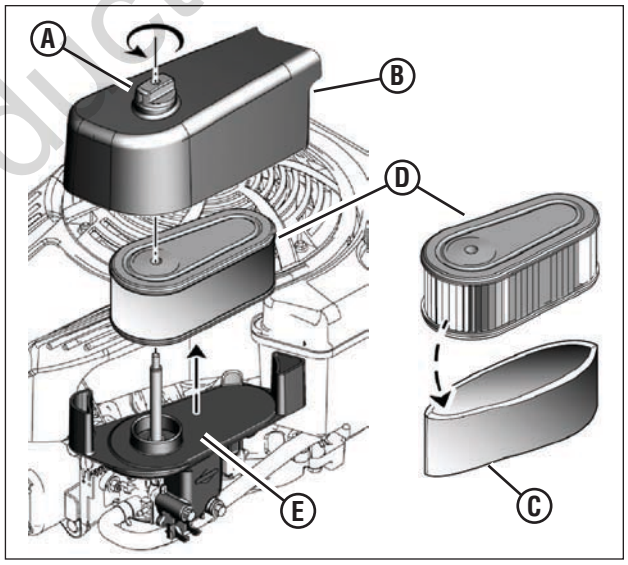

Figure 17 : Filtre à air et dépoussiéreur
1. Retirez l'attache **(A, Figure 17)** et la protection du filtre à air **(B)**.